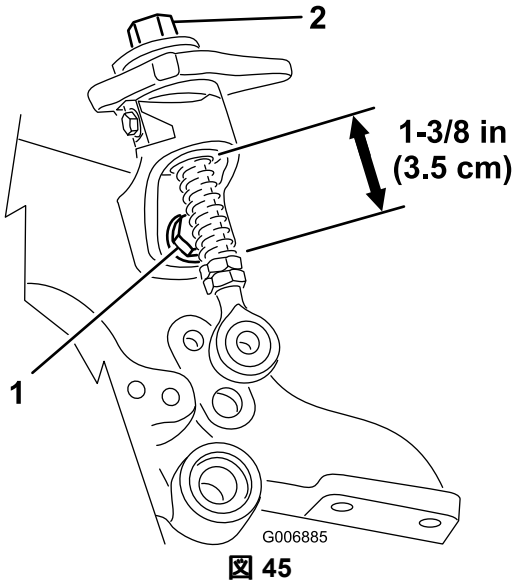

図 45
2. クイックアップ取り付けボルトをゆるめ、ネジ山付きのロッドがずれていないこと、また下のクイックアップランプに引っかかっていないことを確認する図 45。もう一度ボルトを締め付ける。
3. ねじ付きロッドのスプリングの長さを測定する 長さが 3.5 cm であればよい図 45。
4. 高さ調整ノブが自由に回転しない場合は、ブッシュが汚れている可能性がある図 45。必要に応じてブッシュを清掃する。